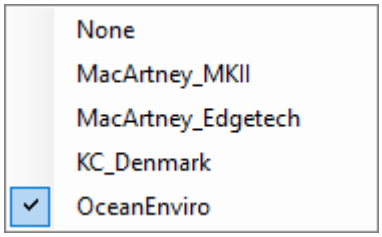

Figure 8 Cable Counter drivers
- If the cable counter is not integrated in the winch control, or winch control is not used, the user can freely choose between different drivers (Figure 8) for the cable counter values.